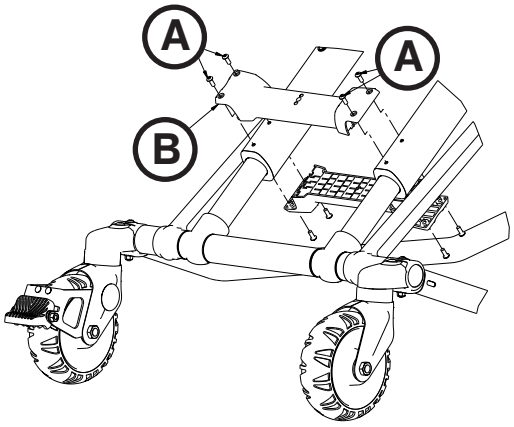

Figur 75
1. Avlägsna de fyra skruvarna (A) från basstaget (Figur 75) med hjälp av en T25 torxskruvmejsel.